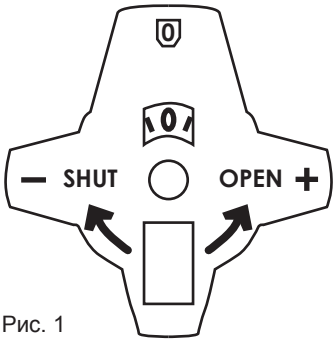

Рис. 1
2. Закрыть клапан (Рис. 1). Положение закрытия обозначено 0/0.